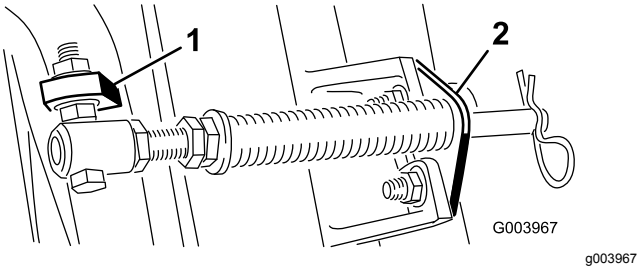

Figure 6
Remarque: Placez la tête du boulon sur le côté extérieur de la patte, comme montré à la Figure 6.
D. Montez le support de tige sur les pattes de l'unité de coupe à l'aide des boulons de carrosserie et des écrous (Figure 6).